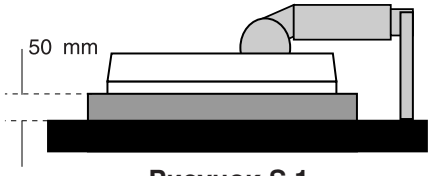

Рисунок S.1
3. Положите монитор экраном вниз на неабразивную поверхность. (Поместите экран на 50-мм платформу так, чтобы подставка была параллельна поверхности платформы.) (**Рисунок S.1**).